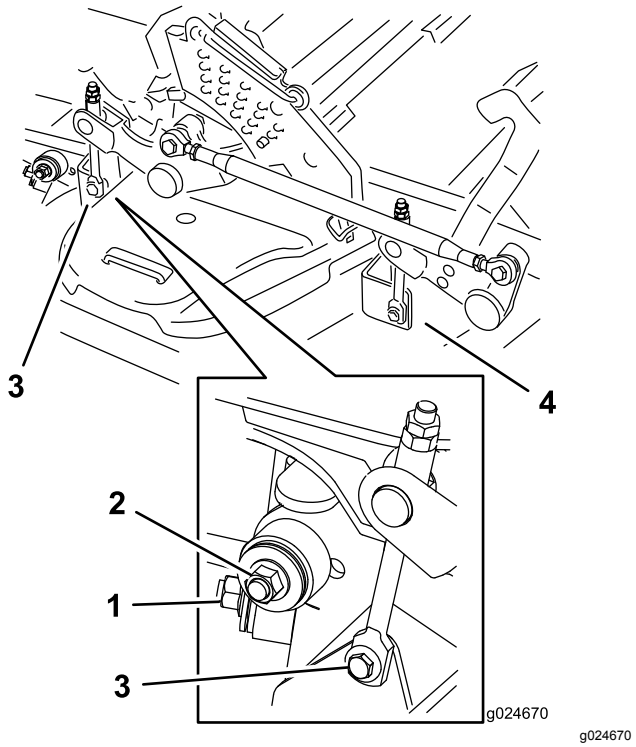

Figur 121
7. Fjern monteringsboltene/-møtrikkerne på begge sider af skjoldet som vist i Figur 121, og læg dem til side.